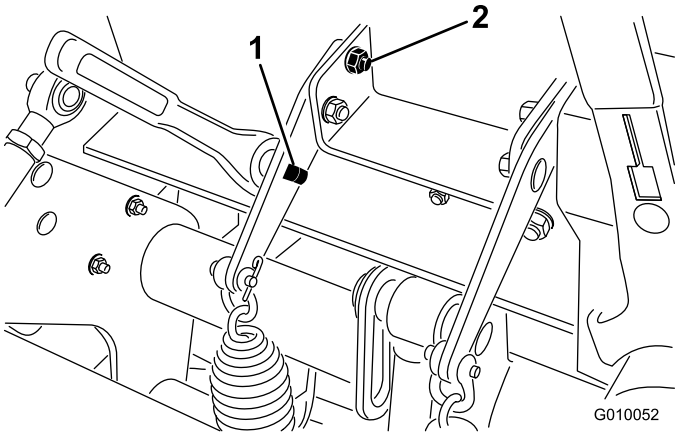

**Figur 38**
2. Før inn en 1/2-tommes sperrenøkkel eller brytestang inn i det firkantede hullet i fjærplaten (Figur 38).